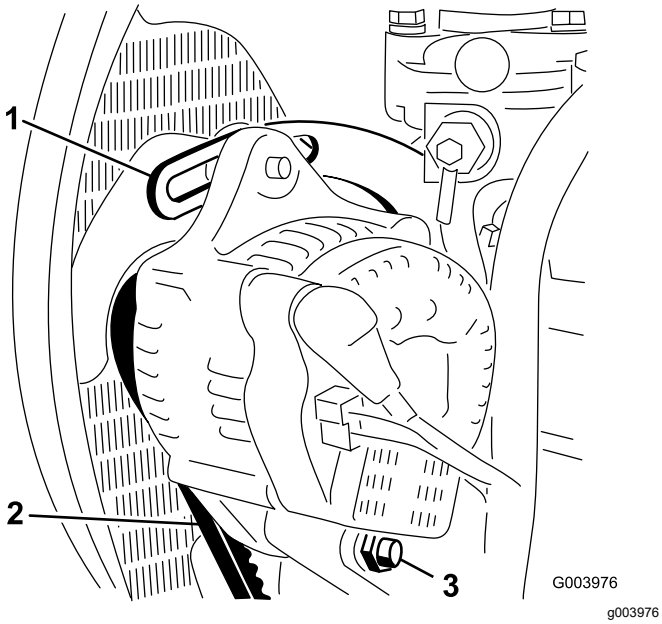

Rysunek 72
2. Sprawdź napięcie paska alternatora, naciskając go z siłą 10 kg (Rysunek 72) w połowie odległości między alternatorem a kołem pasowym wału korbowego.
3. Poluźnij śrubę mocującą klamrę do silnika (Rysunek 72), śrubę mocującą alternator do klamry oraz śrubę przegubową.